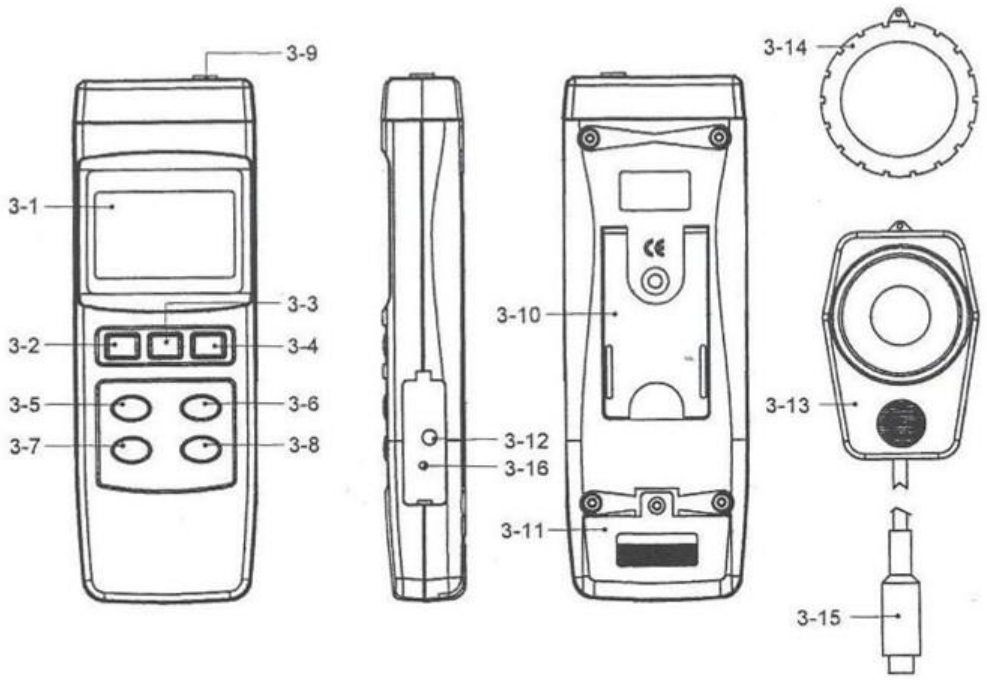

Figura 1
4.1 Presione el botón de encendido (3-2, Figura 1) para poder operar.
4.2 Seleccione la unidad de medida requerida pulsando "Lux/Fc". El LCD indicará el resultado de su selección. (3-5, Figura 1)
4.3 Determine el tipo de fuente de luz presionando el botón de Selección de Fuente de luz (3-8, Figura 1). (Las opciones disponibles son: Tungsteno, Fluorescente, Sodio o Mercurio)
4.4 Seleccione el rango para su medición pulsando el botón de selección de rango (3-6, Figura 1).
4.5 Posicione la sonda con el "Sensor de Luz" (3-13, Figura 1) directamente bajo la fuente de luz.
4.6.1 Cubra el sensor de Luz (3-13, Figura 1) con la tapa del sensor (3-14, Figura 1).
4.6.3 Presionando el botón de Cero “zero button” (3-7, Figura 1), la pantalla ajustará la referencia a cero Lux.
4.7.1 Durante una medición, presione el botón de “Hold” (3-3, Figura 1) para mantener fijo el valor de medición en la pantalla. El mensaje “HOLD” estará visible en el LCD por todo el tiempo que este activo el bloqueo.
4.8.1 Durante una medición, mantenga presionado el botón “HOLD” (3-3, Figura 1) por al menos 3 segundos, esto activará la función “Retención de Pico” y su correspondiente indicador en pantalla.
4.8.4 Para salir de este modo, deberá mantener presionado el botón “HOLD” (3-3, Figura 1) por al menos 2 segundos. Esto cancela la retención de valor pico y apaga el indicador en pantalla.
4.9.2 Para activar la función presione el botón “REC” (3-4, Figura 1), el indicador “REC” aparecerá en la pantalla.
4.9.3.1 Presione una vez el botón “REC” (3-4, Figura 1) y aparecerá en pantalla el valor máximo junto al indicador “REC Max”
4.9.3.2 Presione otra vez el botón “REC” (3-4, Figura 1), y aparecerá en pantalla el valor mínimo junto al indicador “REC Min”
5.2 Para deshabilitar esta función active la función de grabar en memoria presionando el botón “REC” (3-4, Figura 1)
6.1 El instrumento tiene una interfaz en serie vía terminal de 3.5 mm (3-12, Figura 1)
8.3 Deslice la tapa de la batería (3-16, Figura 1) y retire la batería del instrumento.